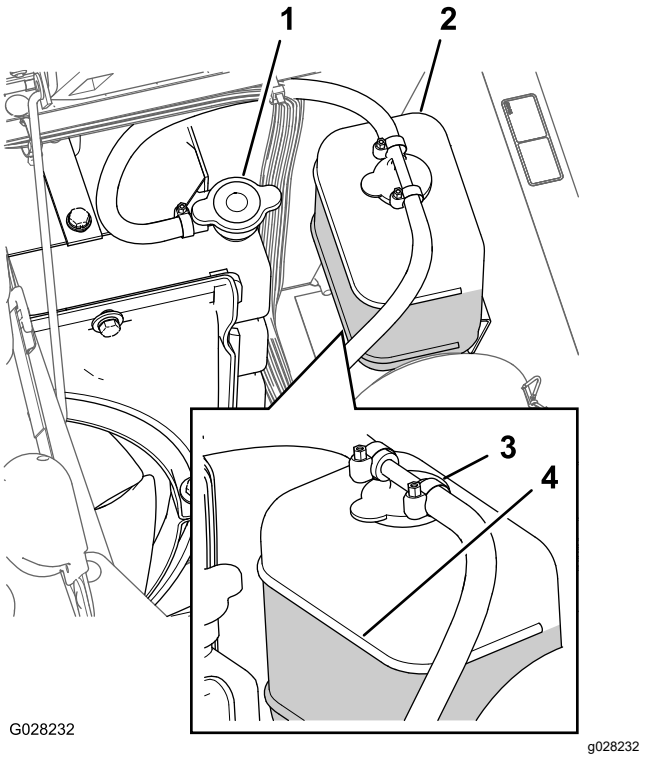

Figura 98
3. Retire cuidadosamente el tapón del radiador y el tapón del depósito de expansión (Figura 98).
Nota: El radiador debe llenarse hasta la parte superior del cuello de llenado, y el depósito de expansión debe llenarse hasta la marca Full (lleno) del depósito (Figura 98).
5. Si el nivel de refrigerante es bajo, retire el tapón del depósito de expansión y el tapón del radiador, y llene el depósito de expansión hasta la marca Lleno y el radiador hasta la parte superior del cuello de llenado.Figura 98
6. Coloque el tapón del radiador y el tapón del depósito de expansión (Figura 98).
2. Espere hasta que se haya enfriado el motor, luego retire el tapón del radiador (Figura 98).
6. Retire el tapón del radiador (Figura 98).
8. Arranque el motor con el tapón del radiador aflojado (Figura 98).
10. Una vez que el refrigerante se ha calentado, añada más refrigerante hasta que el nivel llegue a la superficie sellante del tapón, y apriete el tapón (Figura 98).
11. Abra el tapón del depósito de expansión y llene el depósito con refrigerante hasta el nivel de "Frío" (Figura 98).